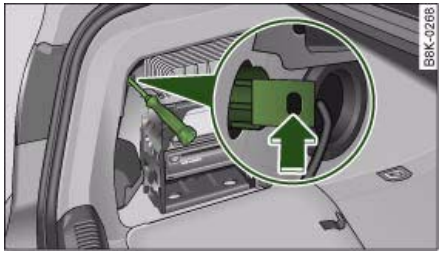

Fig. 302 Luggage compartment: Location of retaining screw for rear light
– Insert the screwdriver (from the tool kit) through the side opening in the plastic screw ⇒ fig. 302.